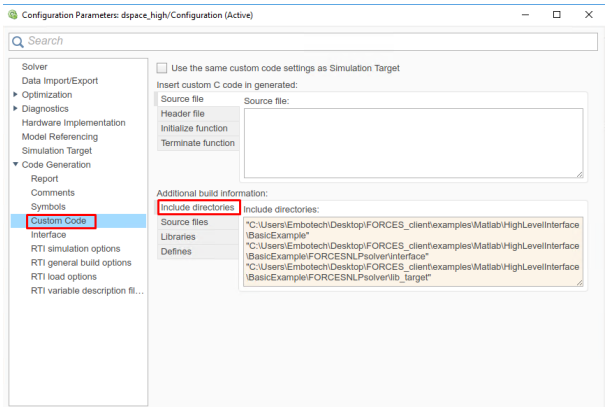

Figure 10.10: Add the directories included for the code generation.
10. (Figure 10.10) In the "Code Generation/Custom Code" tab, include the directories: